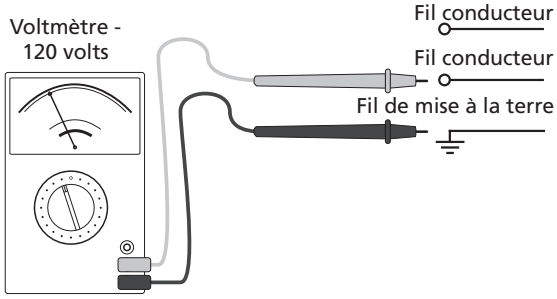

Figure 7
1. Inspectez le câblage de la source d'alimentation avant de continuer l'installation. À l'aide du voltmètre, assurez-vous que la tension phase-terre est appropriée (consultez la figure 7).